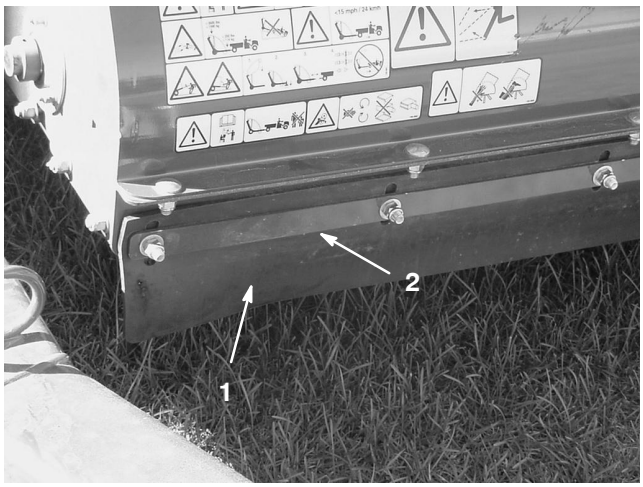

Figure 31
1. Loosen the nuts securing the metal strap and the front flap to the brush housing (Fig. 31).